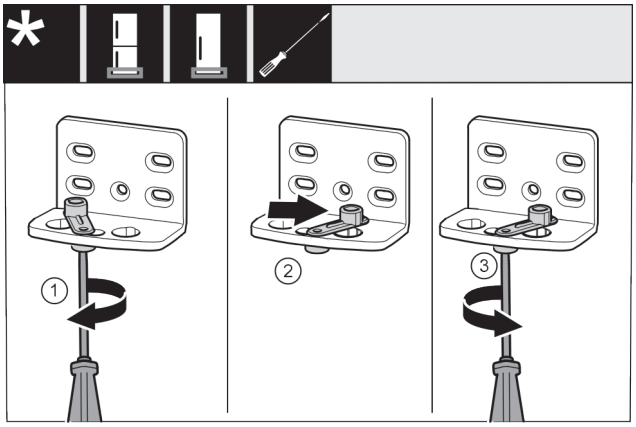

Fig. 13
- ▶ Visser sans serrer la vis *Fig. 13 (1)* avec un tournevis.
- ▶ Soulever l'aide à la fermeture de la porte *Fig. 13 (2)* et la tourner à 90° vers la droite dans l'alésage.
- ▶ Serrer la vis *Fig. 13 (3)* avec un tournevis.